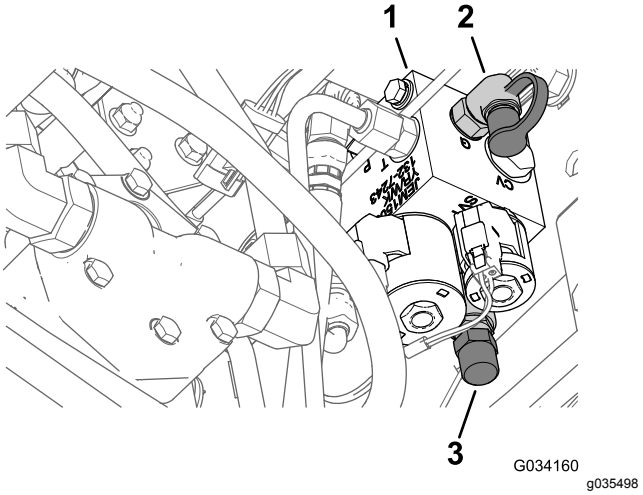

Figur 14
3. Anslut en tryckmätare till kontrollporten på lyftgrenrörets bakre del (Figur 14).
4. Avlägsna locket från viktöverföringsspolen på lyftgrenrörets främre del (Figur 14).
5. Lossa kontramuttern längst ned på viktöverföringsspolen (Figur 14).